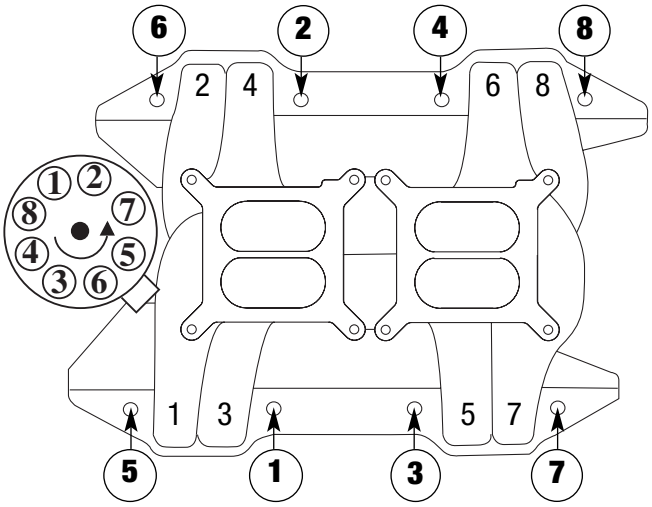

***Figure 1 - 361-383-400 c.i.d. Chrysler Intake Manifold Torque Sequence***
5. Install the intake manifold and hold-down bolts. Torque all of the manifold bolts in two steps by the sequence shown in Figure 1 to 25 ft/lbs.